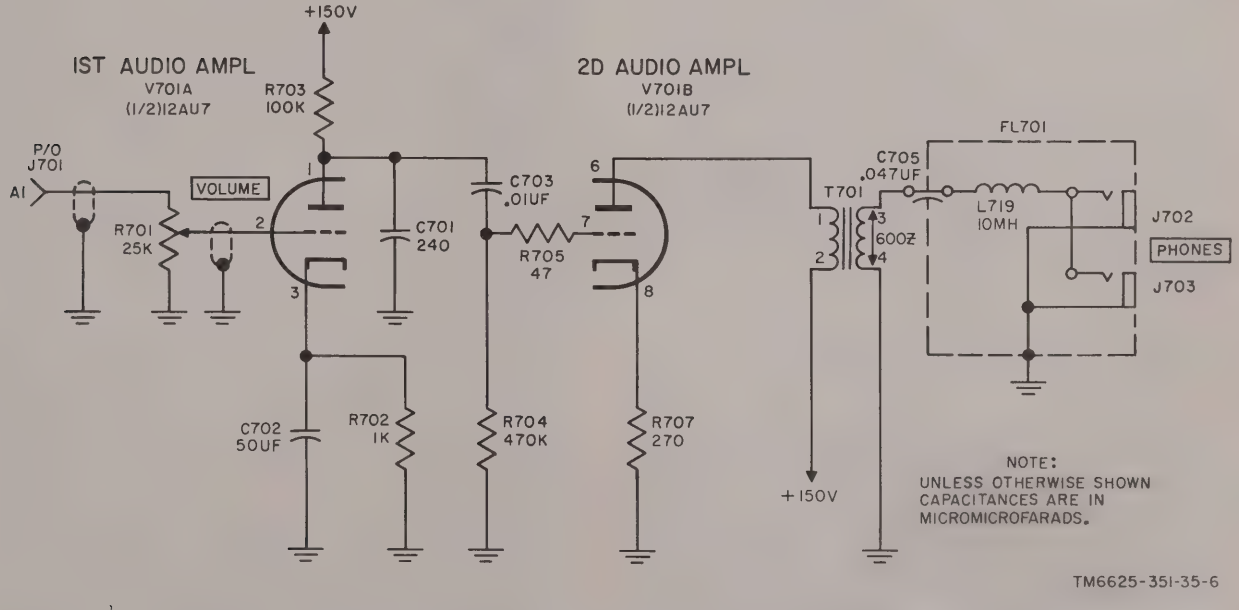

Figure 7. Audio amplifiers V701A and V701B, simplified schematic diagram.
(2) The high side of variable resistor R762A is connected to the -150-volt output of regulator V709. The low side of R762A is connected to chassis ground. When POLARITY switch S709 is set to its minus (-) position, the variable arm of R762A will be connected to the positive 300-volt output at the plate of voltage regulator V706. The circuit arrangement is similar to that described in (1) above, but is of opposite polarity. A total usable output of 450-volts can be obtained by adding the -150-volts (from the high side of R762A to chassis ground) to the +300-volts (from chassis ground to the positive output of V706 and V707). A variation of 150-volts is obtained by rotating the arm of IMPULSE GEN LEVEL SET control R762. The setting of the potentiometer determines the charging voltage, applied through 10-db step coarse attenuator control S708 to impulse generator G701 ((1) above).
(3) The positive and negative positions of POLARITY switch S709 are provided so that the effects of either positive or negative output pulses from impulse generator G701 can be observed when performing noise measurements.
16. Audio Amplifier, Stage Analysis (fig. 7)